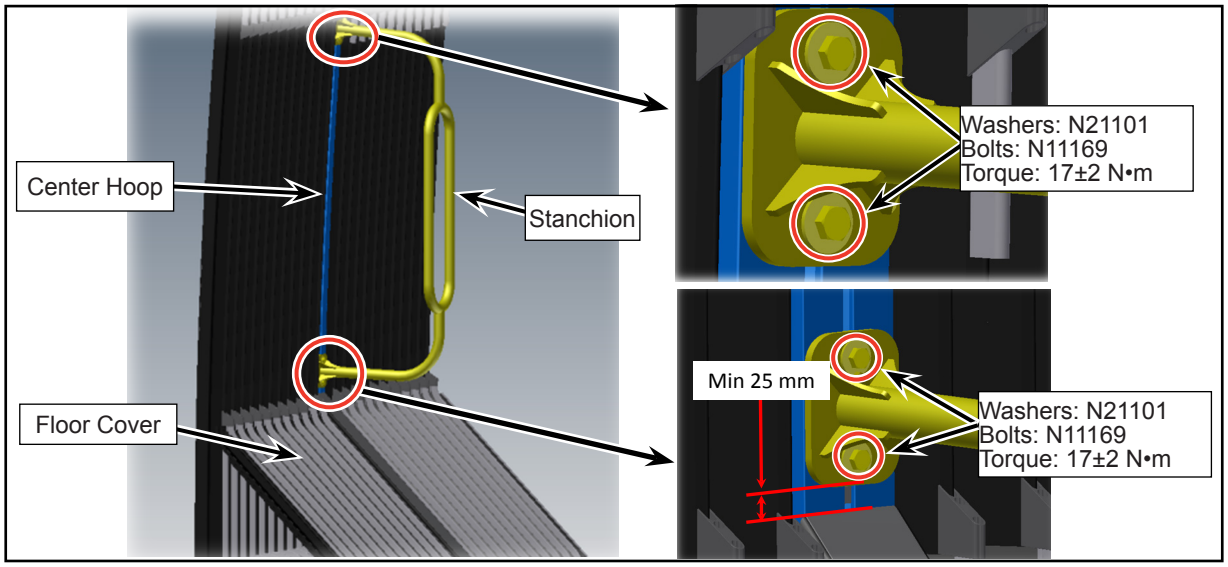

Figure 6 - Installation of New Stanchion
1.7. Install the new stanchion on to the tenon block present inside the center hoop profile with the hardware provided (see Figure 6).
1.8. Ensure that enough gap (Min. 25 mm) is left between the lower edge of the stanchion and the floor cover profile as shown (see Figure 6).
1.9. Apply blue thread locker and torque the bolts as specified (see Figure 6).